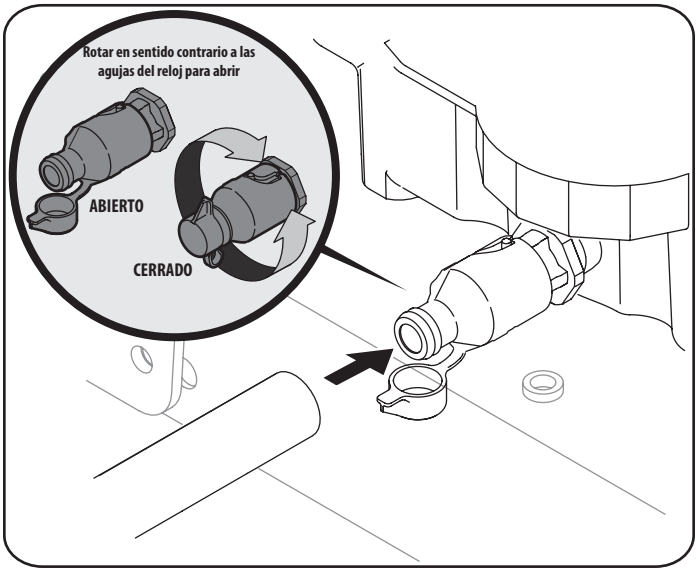

Figura 20
3. Abra la tapita protectora del extremo de la válvula de drenaje para visualizar el orificio de drenaje. Consulte el recuadro de Figura 20.
6. Empuje ligeramente la válvula de drenaje de aceite y gire hacia la izquierda para abrir y permitir el flujo de aceite. Consulte la Figura 20.